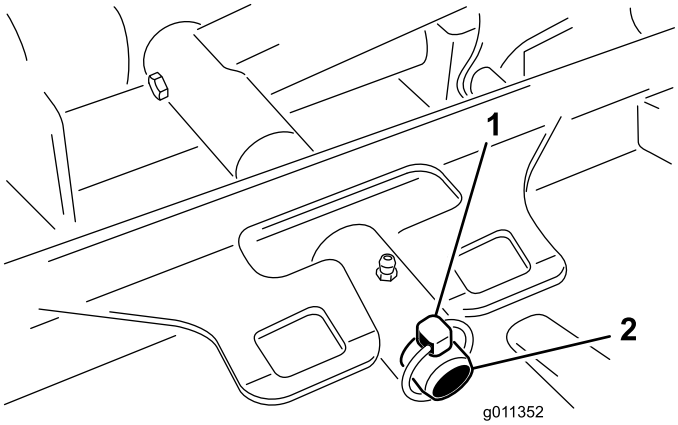

Figur 65
3. Avlägsna hjulsprinten som fäster däckets bärram vid lyftarmstappen (Figur 65).
3. Skjut på däckets bärram på lyftarmstappen. Fäst med hjulsprinten (Figur 65).